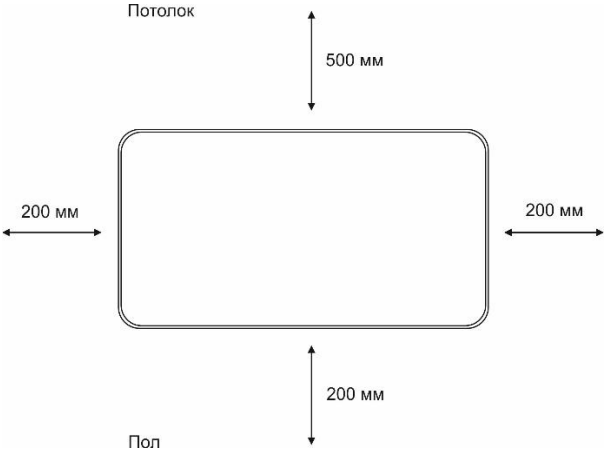

Рис. 1 Минимальное расстояние до посторонних предметов при настенной установке
1. Определите место установки прибора с соблюдением минимальных расстояний до посторонних предметов, потолка и пола. (**Рис.1**).